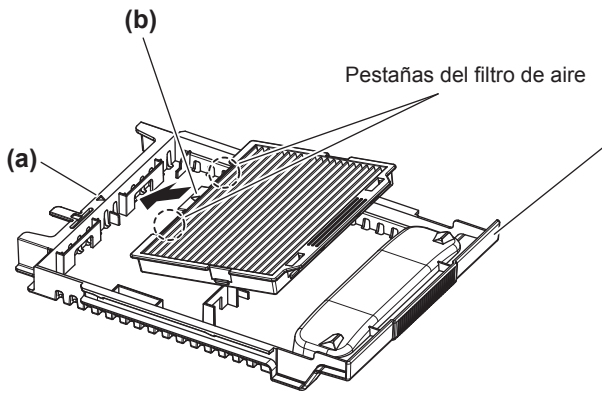

Figura 1
i) Conecte el filtro de aire alineando la marca (△) en (a) y (b) e insertando las pestañas del filtro de aire en la caja del filtro de aire. (**Figura 1**)